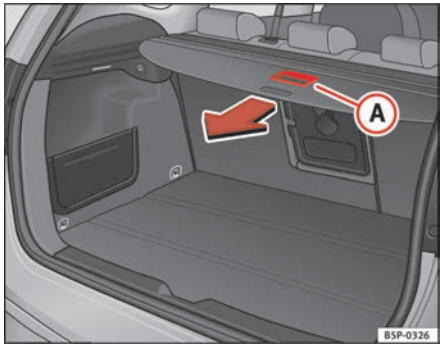

Fig. 123 Using the luggage compartment cover
– Use the handle (A) to pull the cover back until you hear a “click” ⇒ fig. 123.